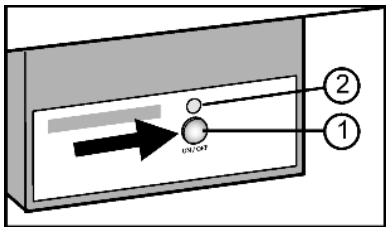

Fig. 34
▶ Press On/Off button *Fig. 34 (1)* so that the LED *Fig. 34 (2)* lights up.